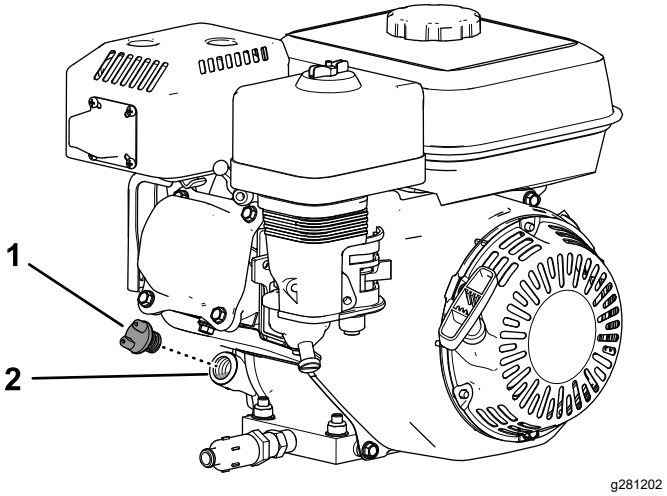

**Рисунок 27**
2. Очистите поверхность вокруг крышки маслозаливной горловины (Рисунок 27).